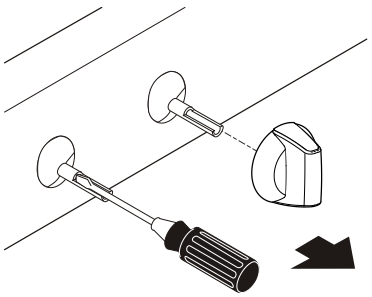
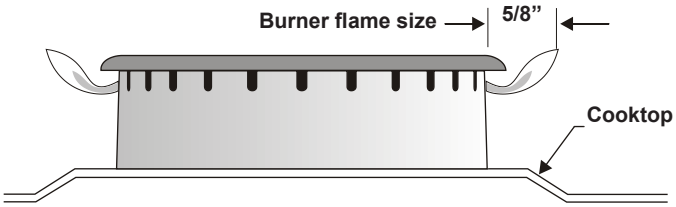

Fig. 17
Fig. 18
e. Insert a thin-bladed screwdriver into the hollow valve stem and engage the slotted screw inside. Flame size can be increased or decreased with the turn of the screw (see Fig. 17 and Fig. 18).